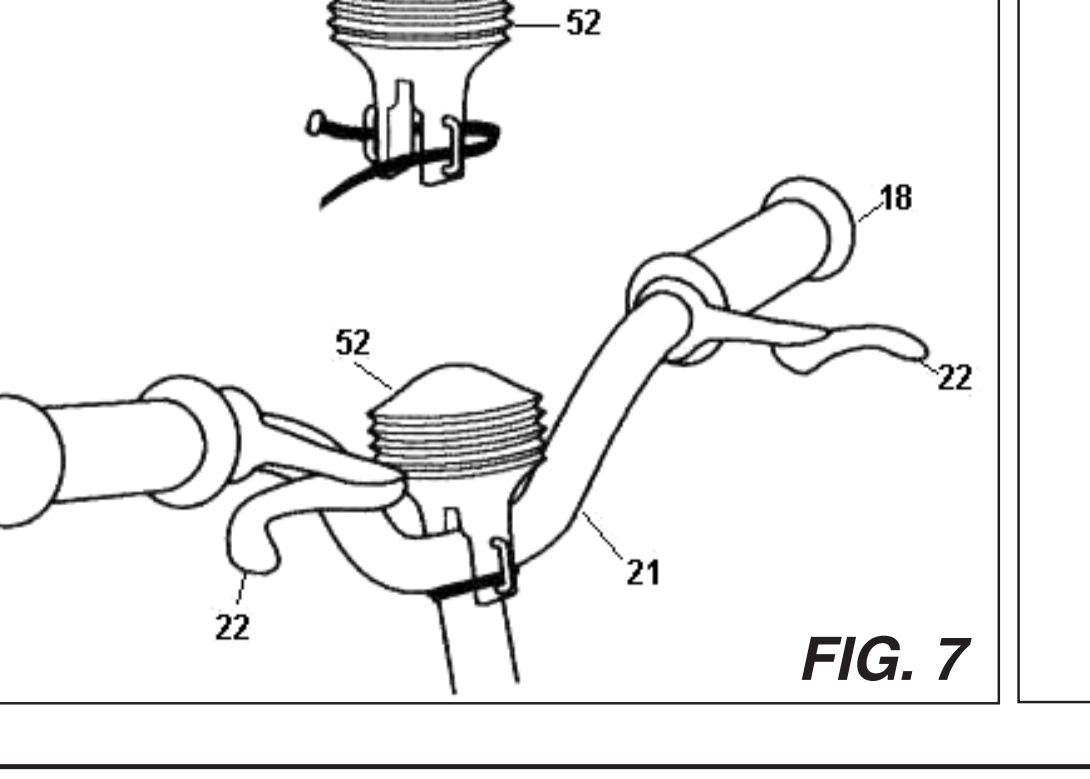

FIG. 7
6. MONTERING AV HORNET (fig. 7)
Hvis det følger med horn (52) på denne sykkelen, ligger det i tilbehørsposen. Plasser hornet (52) midt på styret (21), og fest det med plaststroppene som vist på fig. 7.